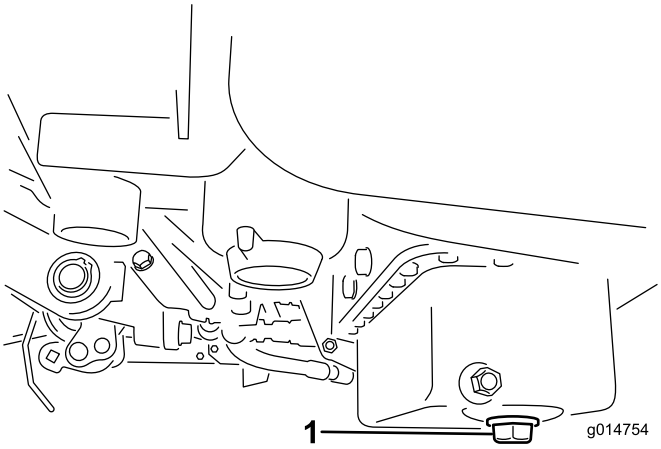

Figur 45
1. Fjern tappepluggen, og la oljen renne ned i et tappefat. Når oljen slutter å renne, setter du tappepluggen på igjen (Figur 45).